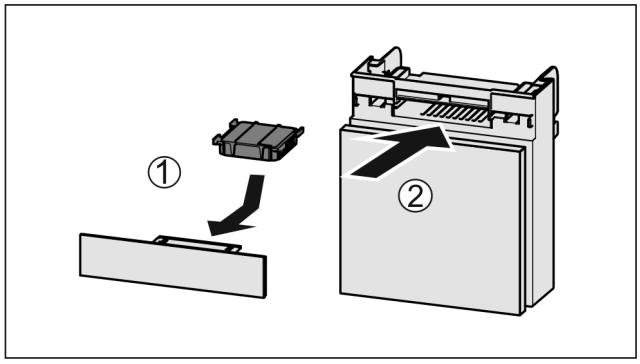

Fig. 143
▶ Introduceți *Fig. 143 (1)* filtrul de cărbune activ după cum se vede în figură.
▶ Împingeți *Fig. 143 (2)* compartimentul în interior.